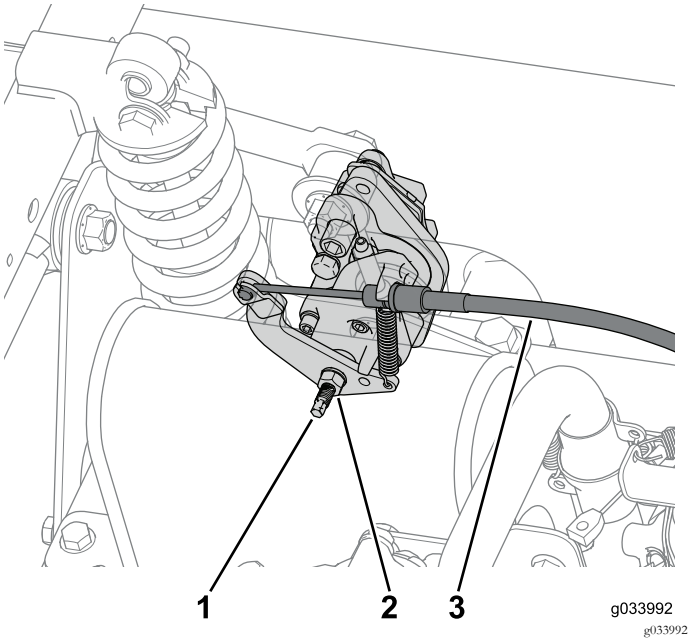

Bild 60
1. Lösen Sie die Klemmmutter und drehen Sie die Einstellschraube an beiden hinteren Bremsbacken dann um zwei Umdrehungen nach links (Bild 60).
2. Schließen Sie den an jeder Bremsbacke angeschlossenen Feststellbremszug ab (Bild 60).